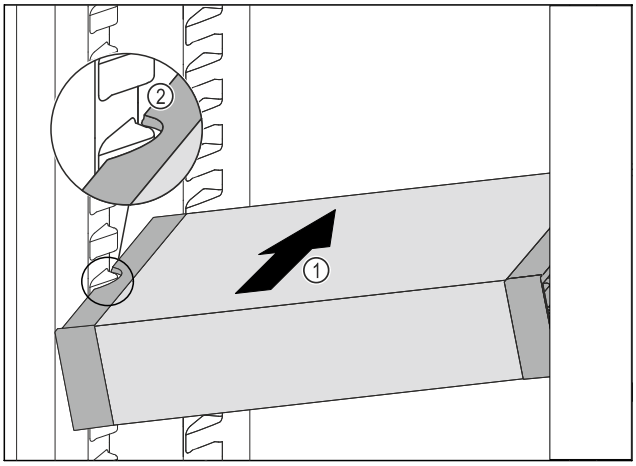

Fig. 129
▶ Insert the VarioSafe into the fridge section at an angle *Fig. 129 (1)* until the recesses in the side *Fig. 129 (2)* of the VarioSafe are at the level of the support rib in the fridge section.